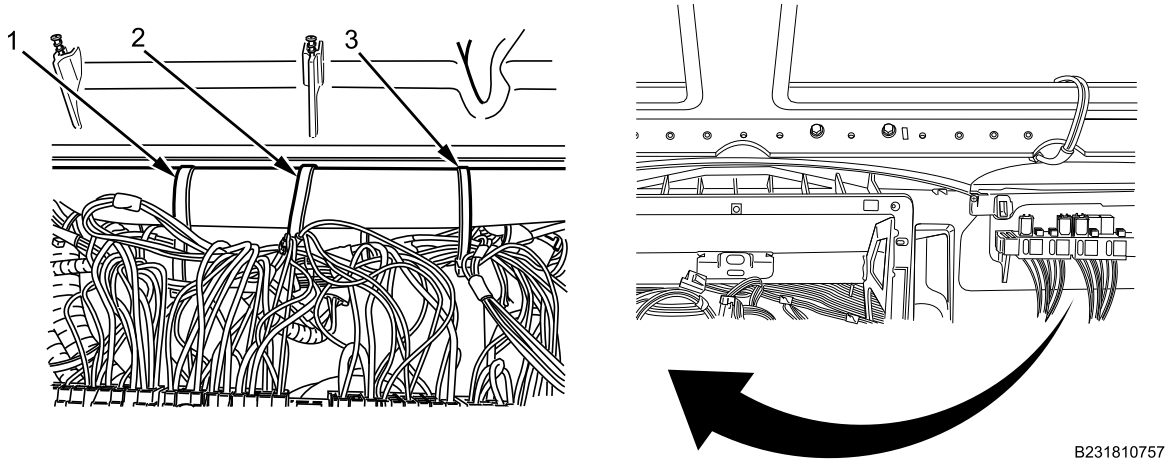

Figure 8. IP Wiring Harness Cable Lock Straps.
13. Remove three wiring harness cable lock straps (Figure 8, Item 1 through 3) from IP wiring harness bundle and IP brace through IP right side closeout opening. Discard cable lock straps.